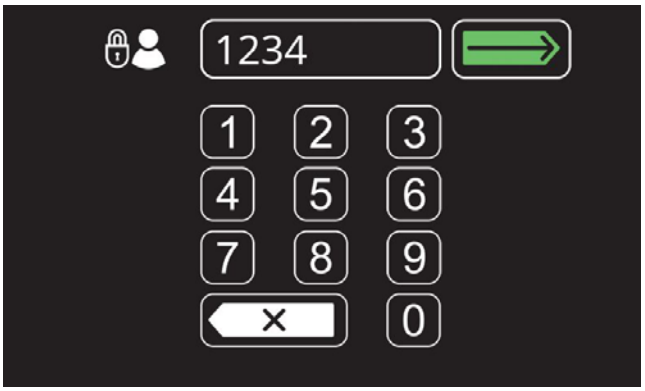

FIG. 174
3. First time use - Enter the factory-assigned supervisor mode login code “1234” then press the green enter button (Figure 174).